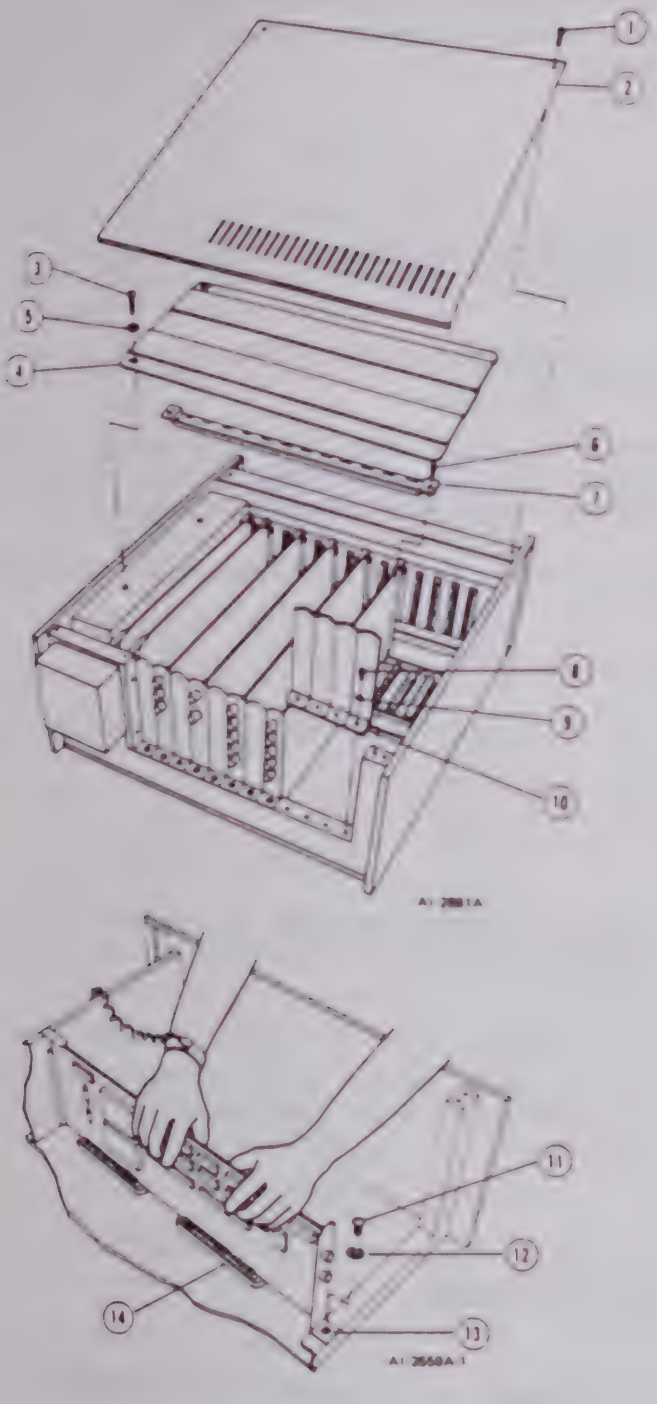

Figure 3.11. Removing Circuit Cards
The AT 9000 Digital Analyzer System uses either (or both) ac or dc (optional) power. These procedures apply to either version, see Figure 3.11.
3. Refer to Figure 3.11. Remove two screws (1) and slide cover (2) out two inches towards the back of analyzer. Lift cover off.